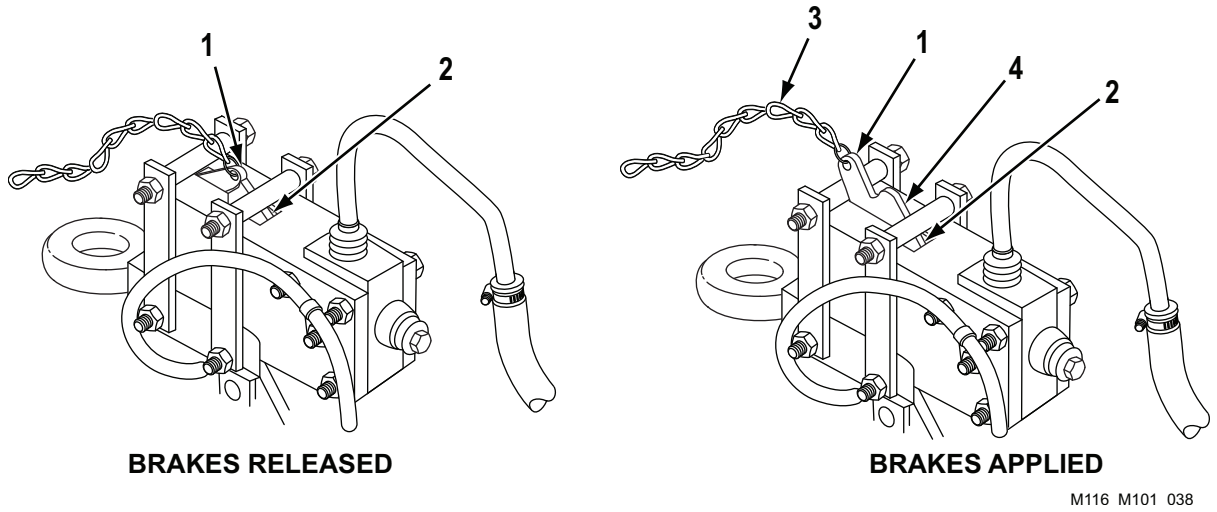

Figure 10. Breakaway Lever Assembly Operation.
9. Attach breakaway chain (Figure 10, Item 3) to prime mover. Make sure there is enough slack in breakaway chain (Figure 10, Item 3) to allow trailer to make full turns.
10. Make sure breakaway lever (Figure 10, Item 1) is pushed all the way back toward trailer and that ratchet teeth (Figure 10, Item 4) are not engaged in leaf spring (Figure 10, Item 2). If ratchet teeth (Figure 10, Item 4) are engaged in leaf spring (Figure 10, Item 2), lift leaf spring (Figure 10, Item 2) and push breakaway lever (Figure 10, Item 1) all the way back toward trailer.